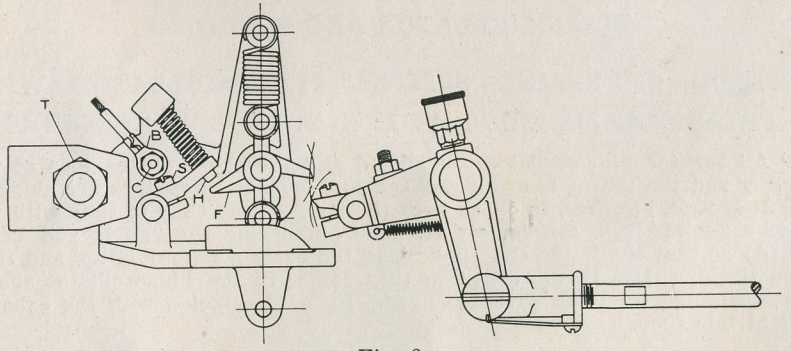
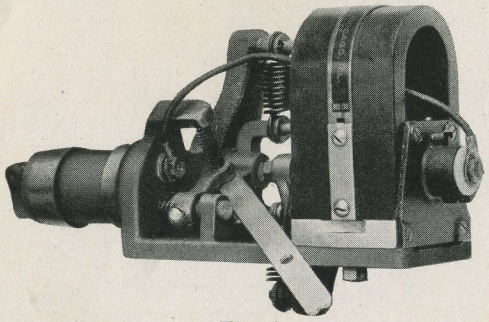

Fig. 3
Fig. 4.
In order to remove the entire electrical apparatus from the engine it is only necessary to remove the nut (T) Fig. 3, and lightly drive a small chisel or screw driver between the bracket and cylinder to loosen the taper fit in the cylinder. The outfit can then be removed cleaned and tested by tripping it with the hand firing lever (N). If a fat spark is not shown when magneto is connected, carefully look over the wiring; see that all contacts are tight; that the movable electrode is not sticking; that the contact points are clean and that the distance between the boss "H" on the moveable electrode arm and the trip-and-break lever "F" is just the thickness of the hand firing lever shown as "N" in Fig. 2. This adjustment is clearly shown in Fig. 4, where the firing lever "N" has been slipped in between the boss "H" and the lever "F." If this distance is not just the thickness of the firing lever, adjustment may be made by loosening the screw "S," Fig. 3, and changing the position of the movable electrode arm on the movable electrode shaft. When the correct adjustment has been made, be sure to tighten the screw "S."
With the plugoscillator, when magneto is used, the points are normally closed. When battery is used, it will be necessary to adjust the position of the movable electrode arm in relation to the trip-and-break-lever "F," so that the contact points will be open excepting for a very short interval, just preceeding the instant when the spark occurs. This is in order to save the life of the battery. With the plugoscillator in its neutral position, Fig. 3, loosen the screw "S" and allow the boss "H" on the moveable electrode arm to come in contact with the lever "F." Then force it down just a little further. This should open the ignitor points slightly. This can be tested by the following method: Attach battery and coil in the regular manner by grounding one battery terminal on the engine frame. Be sure that the wire leading from the magneto to the stationary electrode "C" has been removed; then tap the end of the wire leading from the battery, lightly on "C" and if the plugoscillator is in the neutral position, no spark should be produced. If a spark occurs, the points are still closed and the movable electrode arm should be adjusted downward just a trifle more. Then cock the plugoscillator with the hand firing lever "N" and again tap the stationary electrode with the battery wire. A spark should occur with the outfit in this position. It is very important that the wire leading from the magneto to the stationary electrode "C" be removed before you attach the battery wire to any part of the plugoscillator.